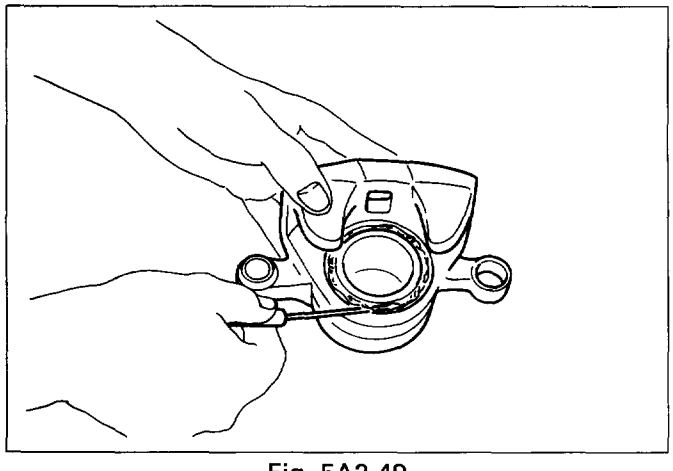

Fig. 5A2-49
- Insert a block of wood into the caliper and force out the piston by blowing compressed air into the caliper at the flexible hose attachment. This procedure must be done prior to removal of dust boot (Fig. 5A2-50).